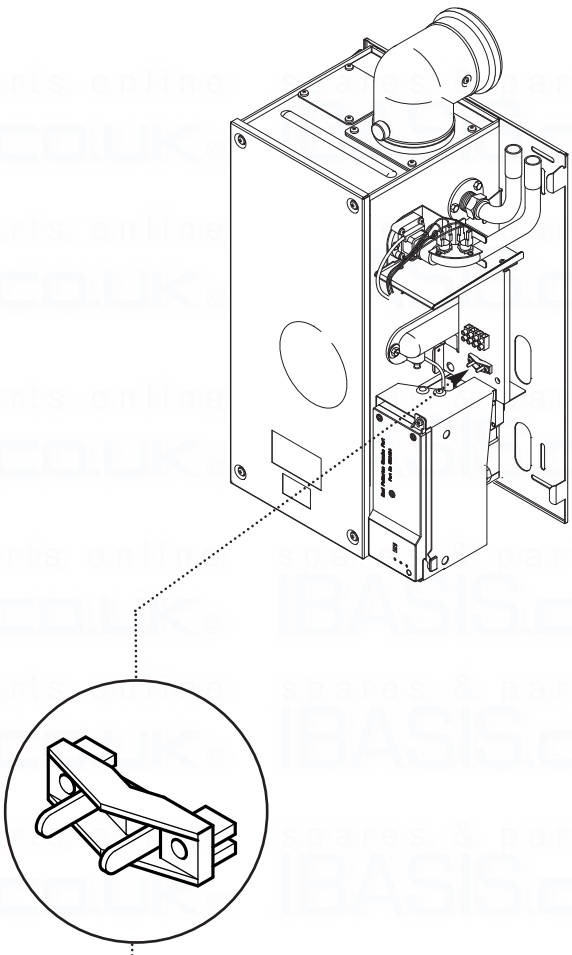

Fig. 31
2. Undo the two screws securing the cable clamp and place to one side (Fig. 31).
5. Connect the (S/L), (N) and (⏚) wires to the 4-way terminal block (Fig. 33) and refit the cable clamp (Fig. 31).